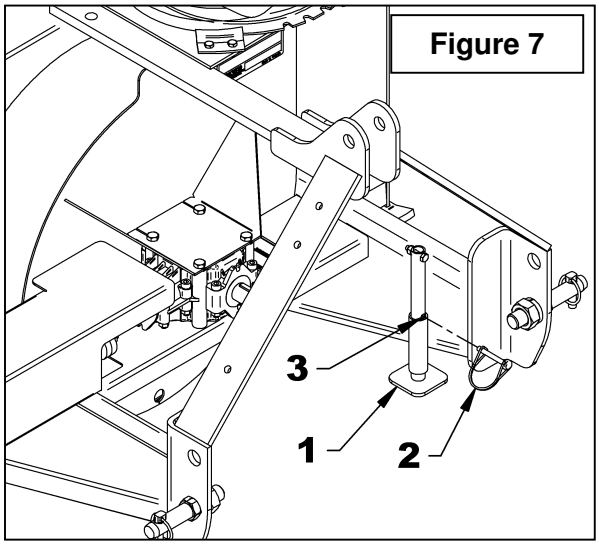

Figure 7
2. **Figure 7:** Remove the wire round lock pin (item 2), lower the parking stand (item 1) completely to the ground to release all pressure from the three-point and reinsert the wire round lock pin in the lower hole (item 3).
2. **Figure 7:** Remove the wire round lock pin (item 2), lower the parking stand (item 1) and reinsert the wire round lock pin in the lower hole (item 3).